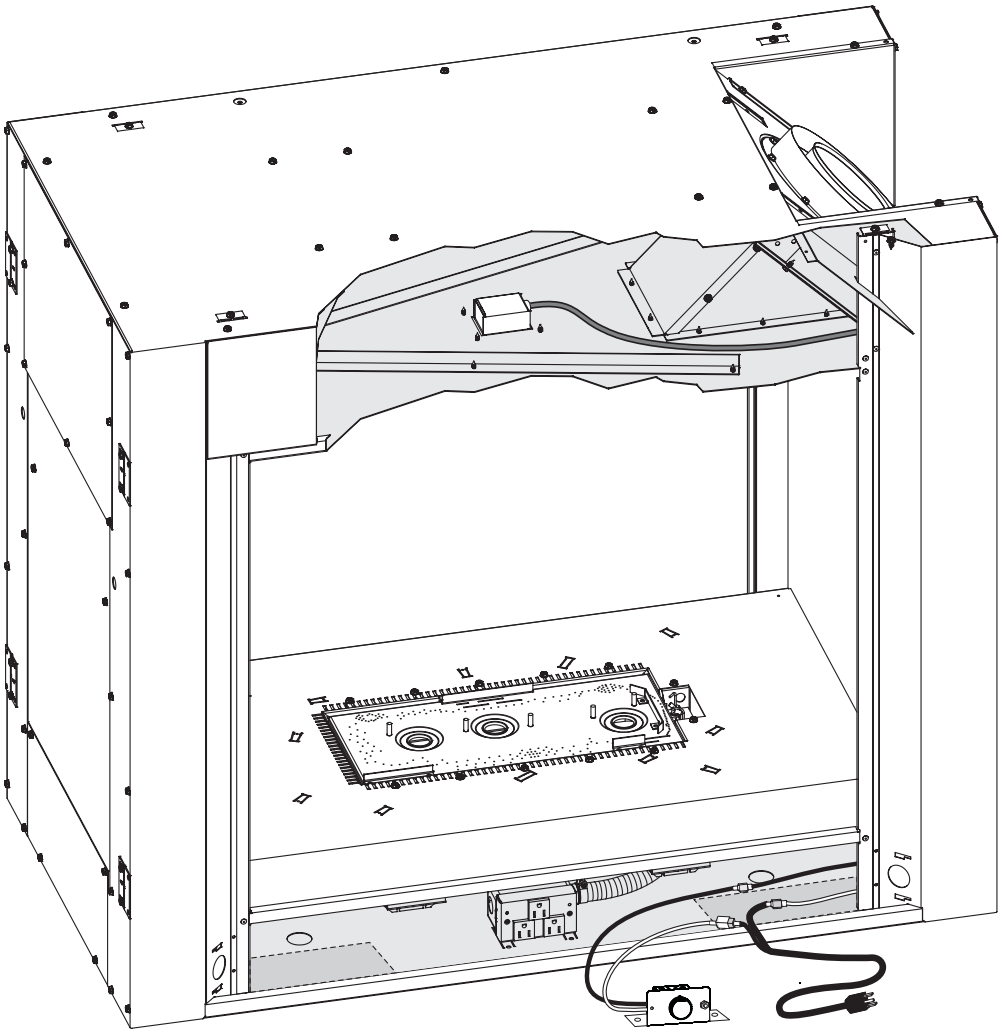

Figure 3
4. Faire passer le câble du boîtier d'éclairage rectangulaire dans l'ouverture exposée sous la plaque retirée à l'étape 2. Orienter le boîtier d'éclairage pour placer son câble d'alimentation sur la droite et le faire descendre le long de la paroi externe du foyer comme indiqué à la **Figure 3 de la page 2**.
8. Placer le rhéostat à base magnétique sur la gauche ou la droite dans les aires pointillées de la **Figure 3 de la page 2**. Si une soufflerie FBB14 est installée, le rhéostat d'éclairage devra être placé sur la gauche.